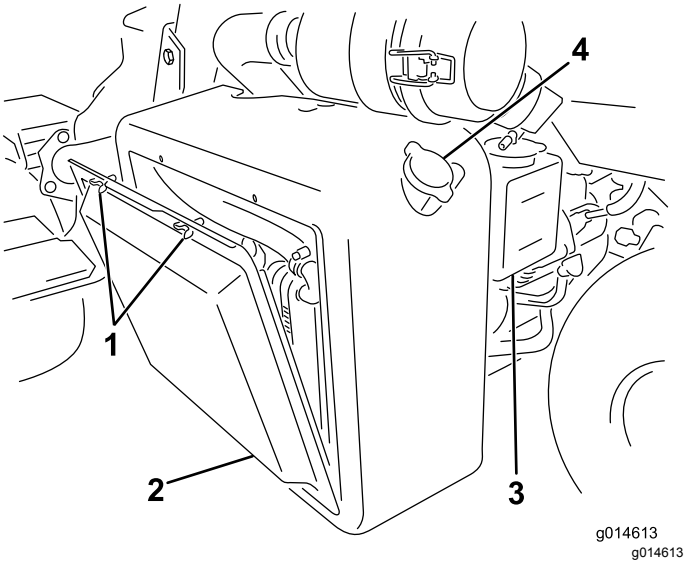

**Rysunek 43**
1. Zdejmij osłonę chłodnicy (Rysunek 43).
2. Sprawdź poziom płynu chłodzącego (Rysunek 43 oraz Rysunek 44).